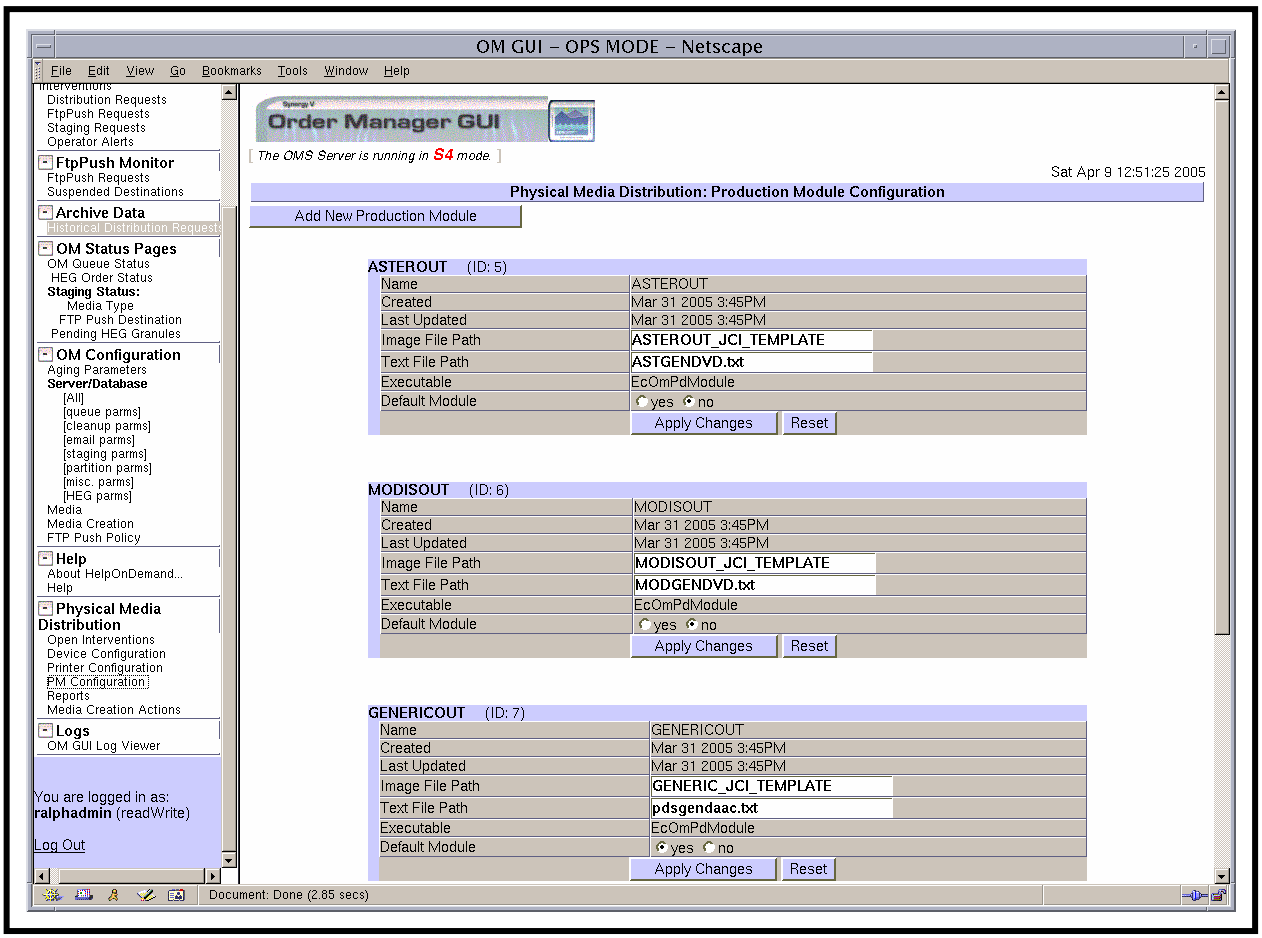

Figure 82. PMD Production Module Configuration Page
For Synergy V, the **OM GUI** handles the configuration of production modules used in physical media creation. Production modules can be "added" and production module parameter values can be "edited." The **PMD Production Module Configuration** page (Figure 82) displays the following types of information on all the currently configured production modules:
- The **PMD Production Module Configuration** page (Figure 82) is displayed.